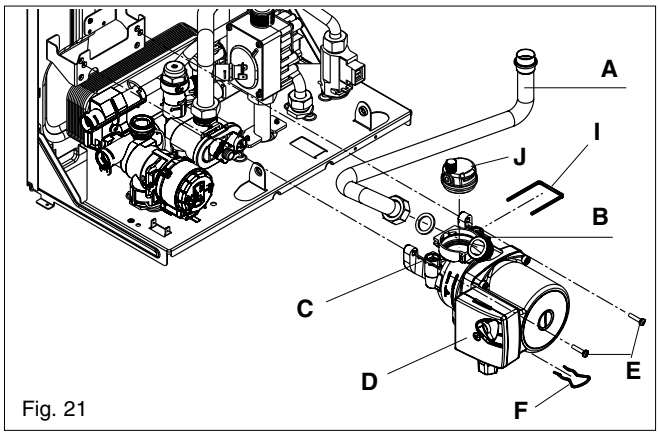

Fig. 21
6.5 PUMP ASSEMBLY (fig. 21)
6.7 LOWER AUTOMATIC AIR RELEASE VALVE (fig. 21)